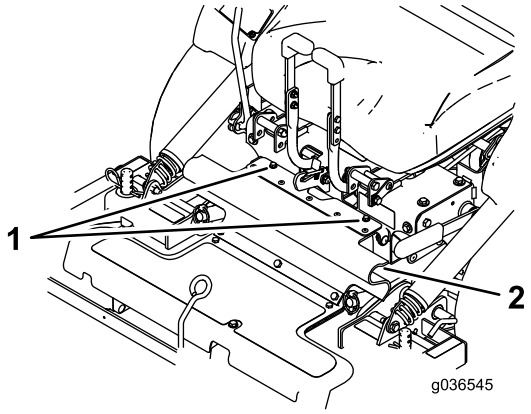

Bild 77
7. Lösen Sie die Schraube, mit der die Schutzvorrichtung befestigt ist (Bild 77).
7. Setzen Sie die Schutzvorrichtung in die Klemme ein und befestigen Sie ihn mit den daran befestigten Schrauben (Bild 77).